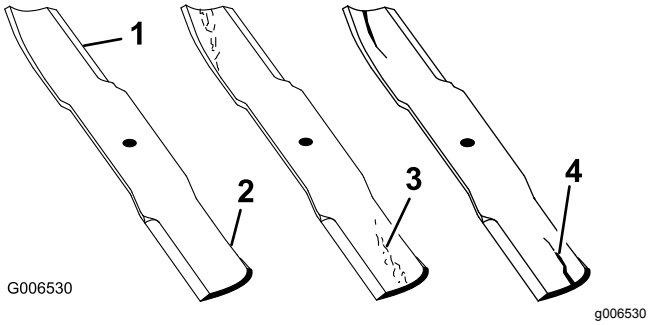

Figuur 112
1. Controleer de snijranden (Figuur 112).
4. Als u scheuren, slijtage of groefvorming in dit deel constateert, moet u direct een nieuw mes monteren (Figuur 112).